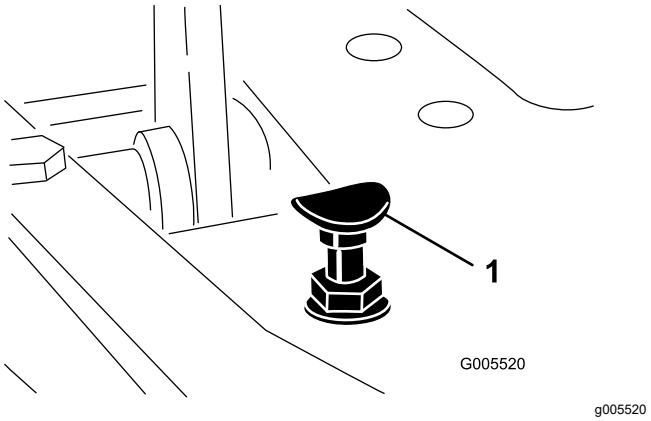

Figur 42
For at opnå maksimal transporthastighed skal du sætte funktionsbevægelseshåndtaget i TRANSPORT-positionen og trykke ned på traktionspedalen. Hvis pedalen berører stoppet (Figur 42), inden du mærker stramningen på kablet, skal du udføre følgende justeringsprocedure:
1. Sæt funktionsbevægelseshåndtaget i TRANSPORT-positionen, og løsn den låsemøtrik, der holder pedalstoppet på gulvpladen (Figur 42).